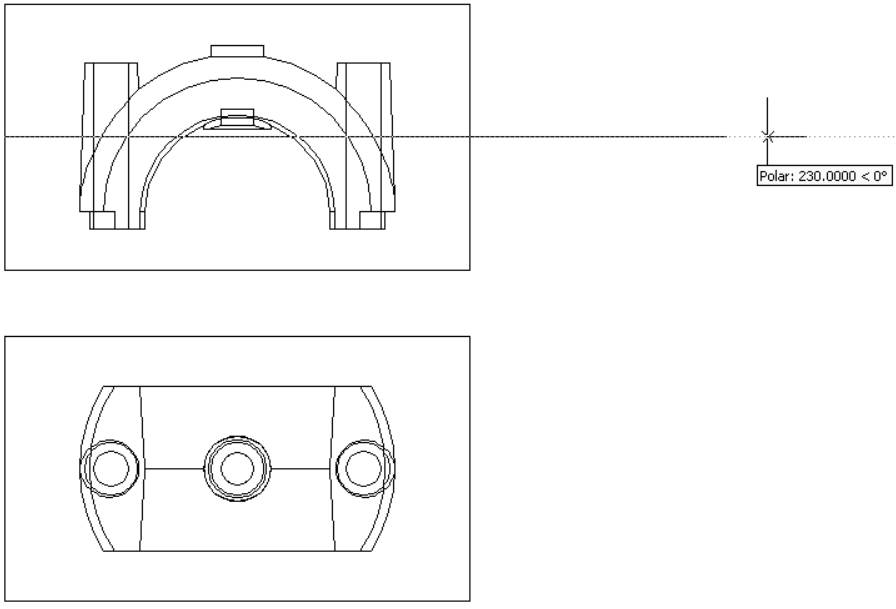

Рис. 10.2. Построение горизонтального и профильного видов командой **SOLVIEW**
5. На запрос в командной строке *Enter view name* (Имя вида) вводят имя вида **Top** (Сверху), после чего изображение остается в рамке горизонтального ВЭ в режиме листа (рис. 10.2).
(см. рис. 10.2) и углов его рамки, соответственно (**250,240**), (**350,160**). Изображение помещается в рамку размером (**100** × **80**). Вводят имя **Left** (Слева) для профильного ВЭ. Завершают команду нажатием клавиши <Enter> (или выбором пункта **Enter** в КМ рабочей области экрана).